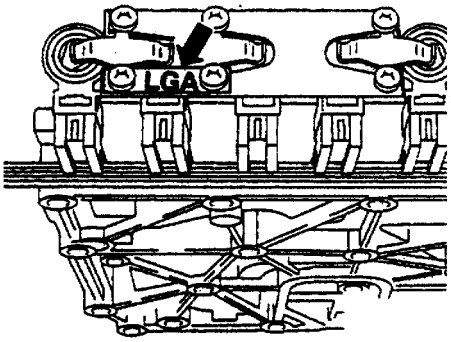

图 3－110
(7) 见图 3－109，旋转手动换档阀 1，使得凸肩对准操作杆，将带手动换档阀的操作杆 2 装入阀体。